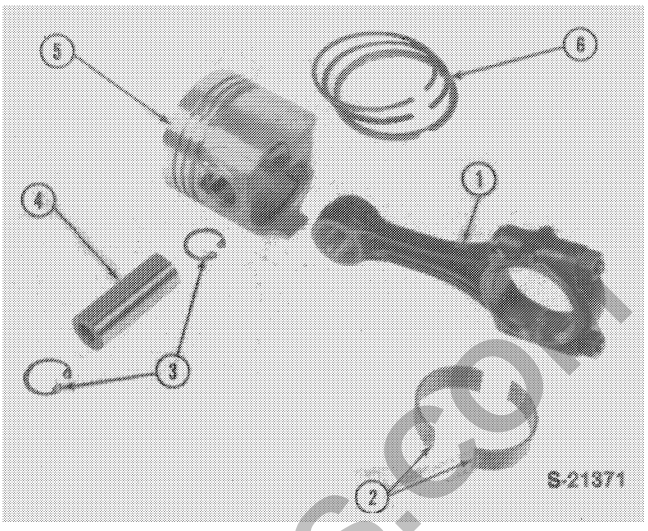

FIGURE 1-82
7. Remove the piston pin retaining rings and remove piston pin, Figure 1-82.